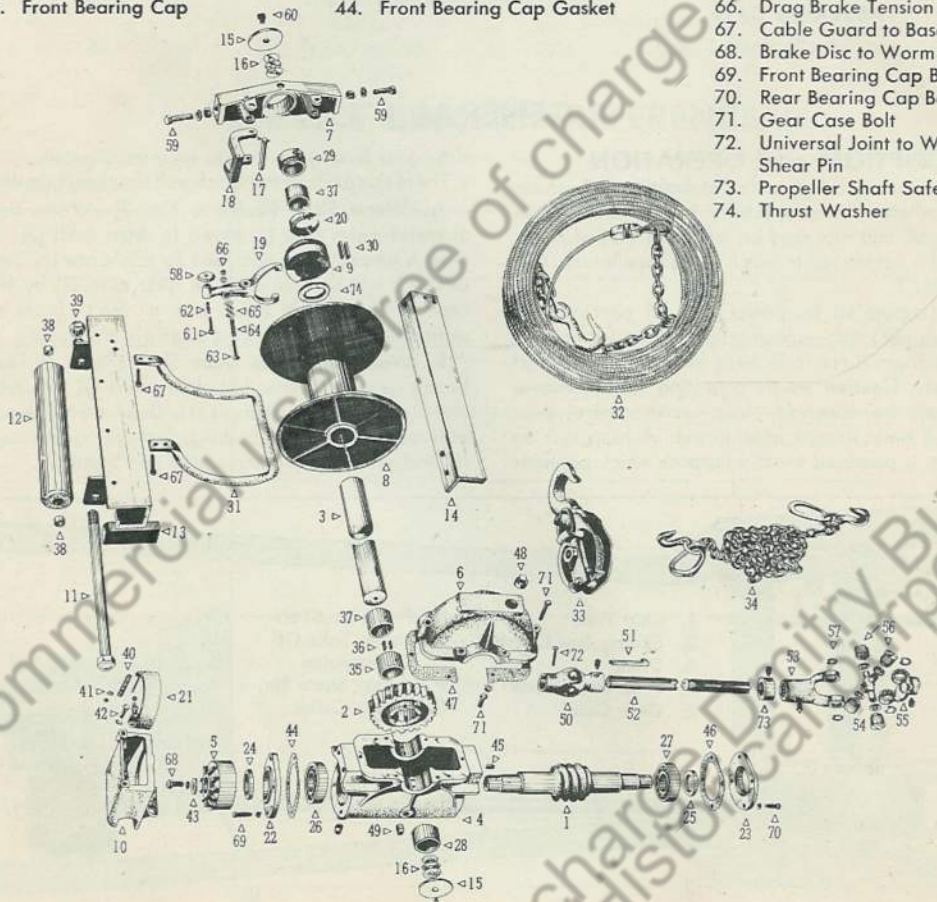

Fig. 2 Disassembled View of Winch
A. Worm Shaft (Refer to Fig. 2)—Worm shaft (1) operates worm gear (2) keyed to drum shaft (3). Worm shaft is supported at each end by single row ball bearing. Bearings are held in place in gear case (4) by bearing caps which are also fitted with oil seals. Front end of worm shaft also supports automatic brake disc (5).
B. Worm Gear and Drum Shaft (Refer to Fig. 2)—Worm gear (2) is keyed to drum shaft (3) with two keys and is driven by worm shaft (1). Drum shaft is supported at three points by two bushings, between gear case cover (6) and gear case (4), and one in end frame (7).
C. Drum (Refer to Fig. 2)—Drum (8) is supported by drum shaft (3) and is fitted with bronze bushings at each end where shaft supports drum. Drum is driven through shaft (3) to which is keyed a hand operated sliding clutch (9). Whenever clutch engages drum, power is transmitted through sliding clutch to drum. Disengagement of clutch allows drum to turn freely on shaft.
E. Drag Brake on Drum Flange—The object of this brake (18, Fig. 2) is to keep drum from spinning or "overrunning" when cable is being pulled from drum by hand, and is in use only when jaw clutch is **Disengaged.** For proper adjustment see paragraph 4 in this group.
Brake consists essentially of brake band (21, Fig. 2) around brake disc (5, Fig. 2) keyed to worm shaft (1, Fig. 2) and operates entirely automatically.
G. Cable Roller (Refer to Fig. 2)—Roller (12) is mounted in winch front base angle (13) to keep cable from rubbing on bumper when winch is pulling. Cable should always run **under** roller, and not over top of bumper. Running cable over top of bumper will quickly wear or cut cable and render it unfit for further use. Frayed cables are extremely dangerous and should be replaced immediately.
No special tools or fixtures are required. Refer to Fig. 2 and follow these instructions:
Refer to Fig. 2 and proceed as follows: